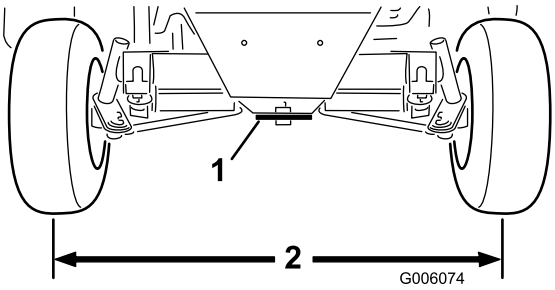

Figur 58
2. Løsn kontramøtrikkerne på begge styreforbindelsesstænger. Juster begge styreforbindelsesstænger, indtil afstanden fra midten til midten foran og bag baghjulene er den samme (Figur 58).